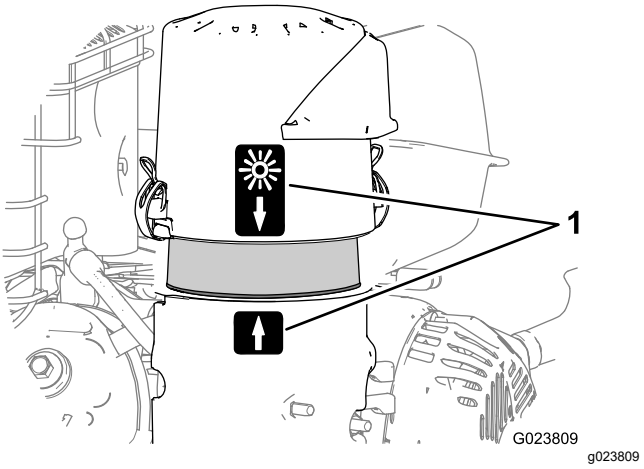

**Figur 26**
8. Juster pilemærkaten på luftfilterdækslet og pilemærkaten på basen efter hinanden (Figur 26).